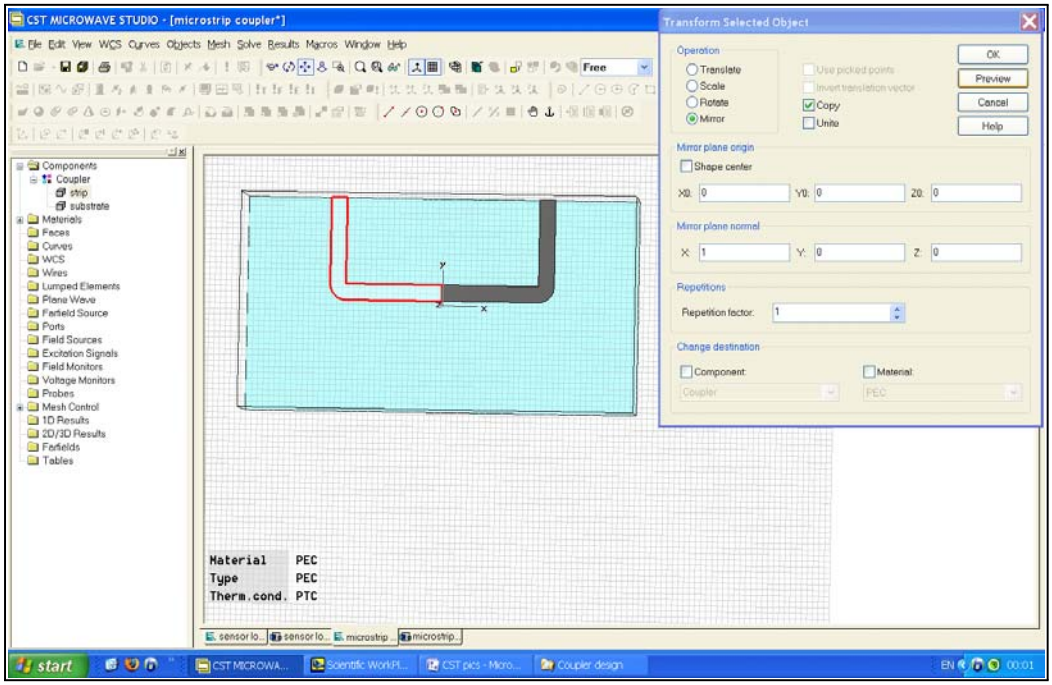

Figure 10 - Mirror the strip.
3. Mirror it with a mirror plane normal $(1, 0, 0)$, as shown in Figure 10.